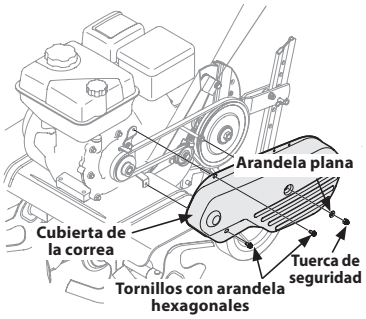

Figura 19
2. Retire la cubierta de la correa desde el lado izquierdo de la cultivadora retirando los dos tornillos con arandelas hexagonales y la tuerca y arandela de seguridad. Vea la Figura 19.